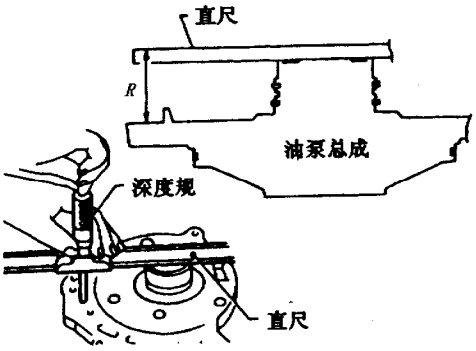

图 9－7－53　测量尺寸 R 值
②如图 9－7－54 所示，测量尺寸 S 值，然后按公式 9－7－9 计算尺寸 Q 值。Q 值为变速器壳的配合面与止推垫圈接合面之间的距离。